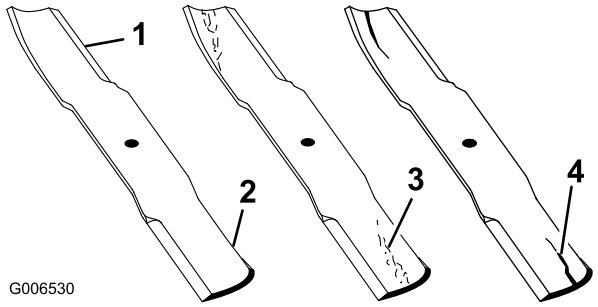

Figur 76
1. Undersøk kniveggene (Figur 76). Hvis kniven er sløv eller hvis det er hakk i den, må den tas av og kniveggen slipes. Se Slipe knivene.
2. Undersøk knivene, spesielt buen. Hvis du finner sprekker, slitasje eller ser at det begynner å dannes spor i denne delen av kniven, må den skiftes ut øyeblikkelig (Figur 76).